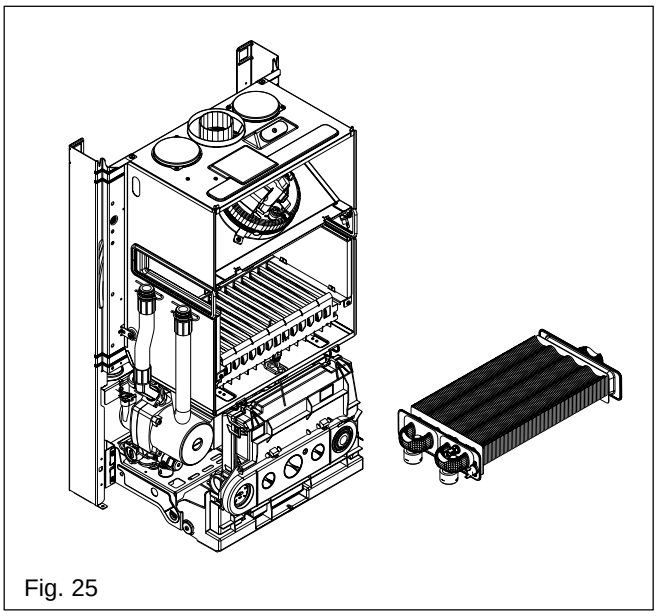

Fig. 25
6.19 HEAT EXCHANGER fig. 25& 27